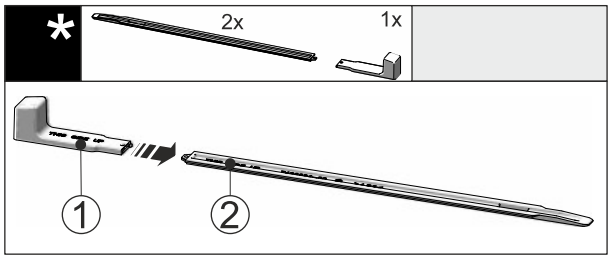

Fig. 42
▶ Attach the installation handle *Fig. 42 (1)* to the levelling rail *Fig. 42 (2)*.